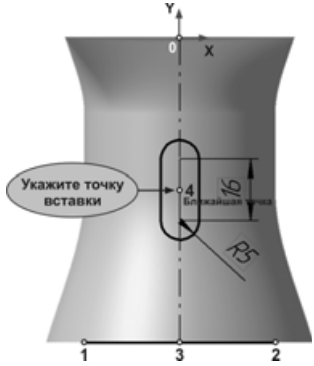

Рис. 6.18
- Вы вернетесь в режим редактирования эскиза детали **Молоток**. Нажмите кнопку **Вставить** и укажите точку 4 — контур паза вместе с размерами будет скопирован в текущий эскиз (рис. 6.18).